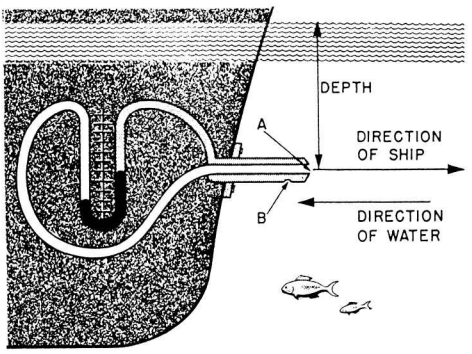

Figure 10-4.—A pitometer log.
Figure 10-4 shows a schematic drawing of a pitometer log. It consists of a double-wall tube that sticks out forward of the ship's hull into water that is not disturbed by the ship's motion. In the tip of the tube is an opening (A). When the ship is moving, two forces or pressures are acting on this opening: (1) the hydrostatic pressure caused by the depth of the water above the opening and (2) a pressure caused by the push of the ship through the water. The total pressure from these two forces transmits through the central tube (shown in white on the figure) to the left-hand arm of a manometer.